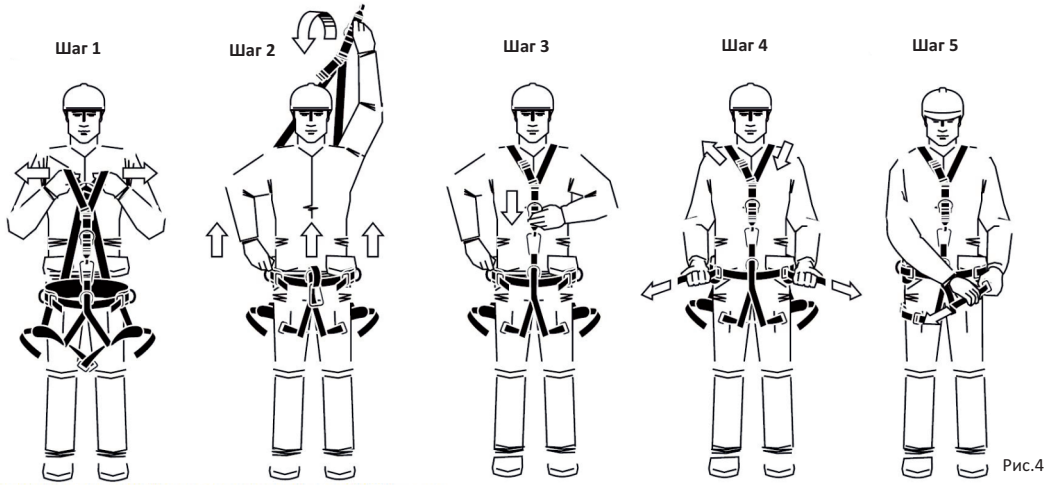

Рис.4
Наденьте привязь выполняя следующие действия (рис.4):
- задний элемент крепления (D-образное кольцо) находиться на уровне лопаток (рис.4).